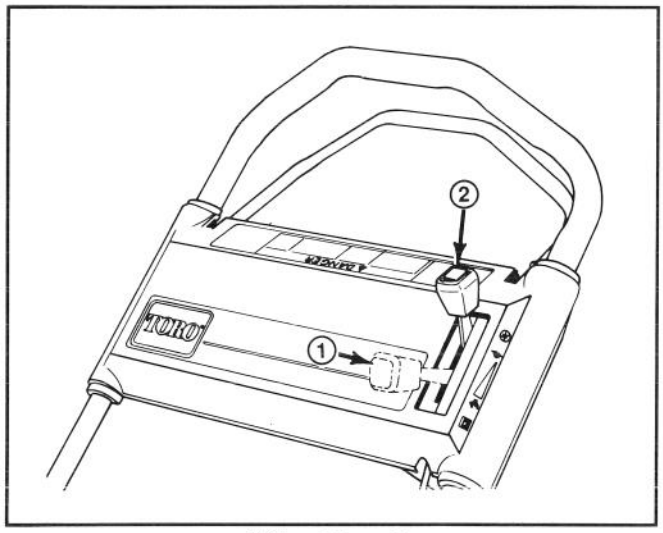

Afbeelding 9
2. STARTEN—Zet de gasklep op CHOKE (Afb. 9). Trek de repeteerstarter op de motor uit tot het touw strak staat en trek vervolgens krachtig om de motor te starten. Als de motor start, de gasklep op "snel" zetten of de rijsnelheid naar wens afstellen.
3. STOPPEN—(Afb. 9) Om de motor uit te schakelen, de gasklep achteruit in de ENGINE OFF stand zetten. Trek de draad uit de bougie wanneer de maaier onbewaakt wordt achtergelaten of niet wordt gebruikt.
1. Zet de motor af en trek de draad van de bougie (Afb. 9).
2. Zet de gasklep op "snel" (Afb. 9).